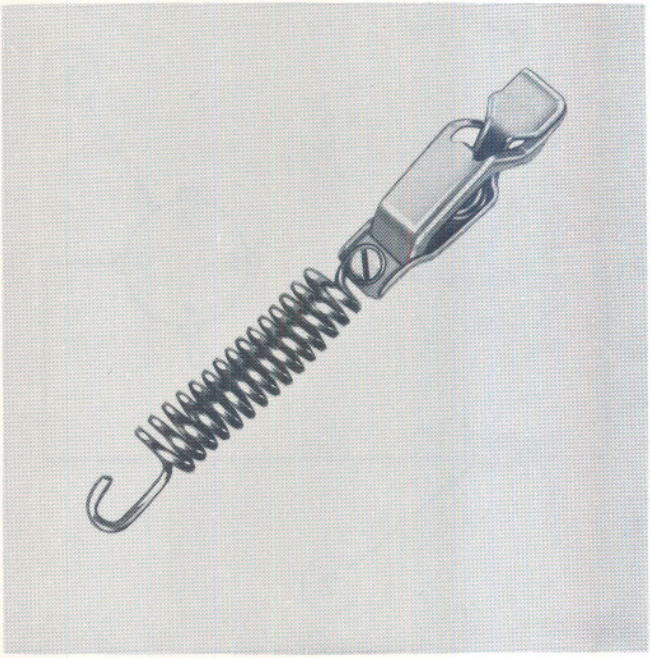
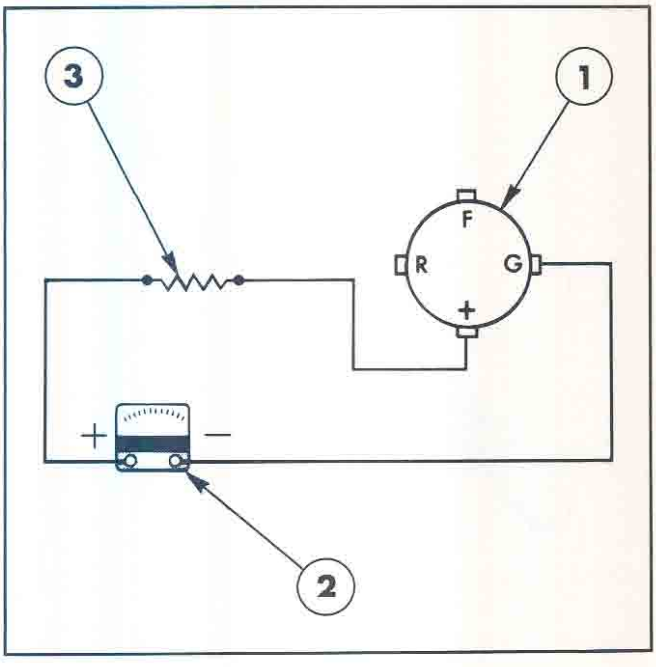

Figure 19
Figure 20
2. A 0.25 ohm 25 watt resistor, Figure 19, may be placed in series with the alternator output lead to reduce current to 8 to 10 amperes for a battery that is less than fully charged. The connections for the 0.25 ohm resistor and test equipment are shown in Figure 20.